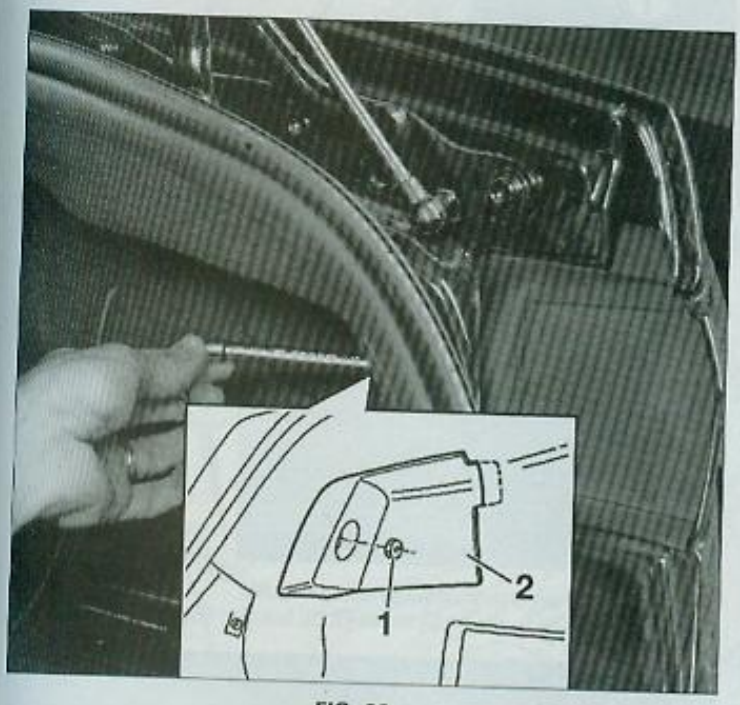

FIG. 69
- Déposer l'écrou (1) **(Fig.69)**.